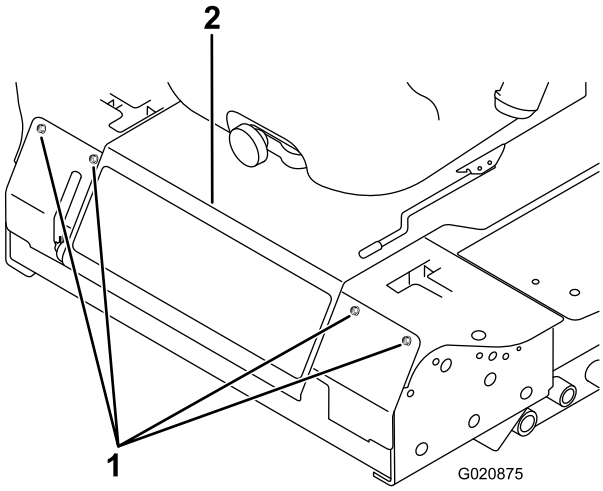

Figur 62
3. Fjern de bolte, der fastgør frontpanelet, og tag panelet af (Figur 62).